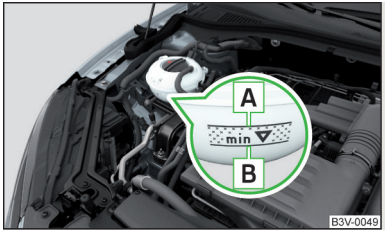

Fig. 213
La denominación del líquido refrigerante se encuentra en el depósito de compensación del líquido refrigerante » fig. 213 *de la pág. 210*.
- No rellene el depósito de líquido refrigerante por encima de la marca A » fig. 213 *de la pág. 210*.
Depósito de compensación del líquido refrigerante » fig. 213
› Compruebe el nivel de líquido refrigerante en el depósito de expansión del mismo » fig. 213.
Cuando el motor está caliente, el resultado de verificación puede ser inexacto. El nivel también puede estar sobre la marca A » fig. 213.